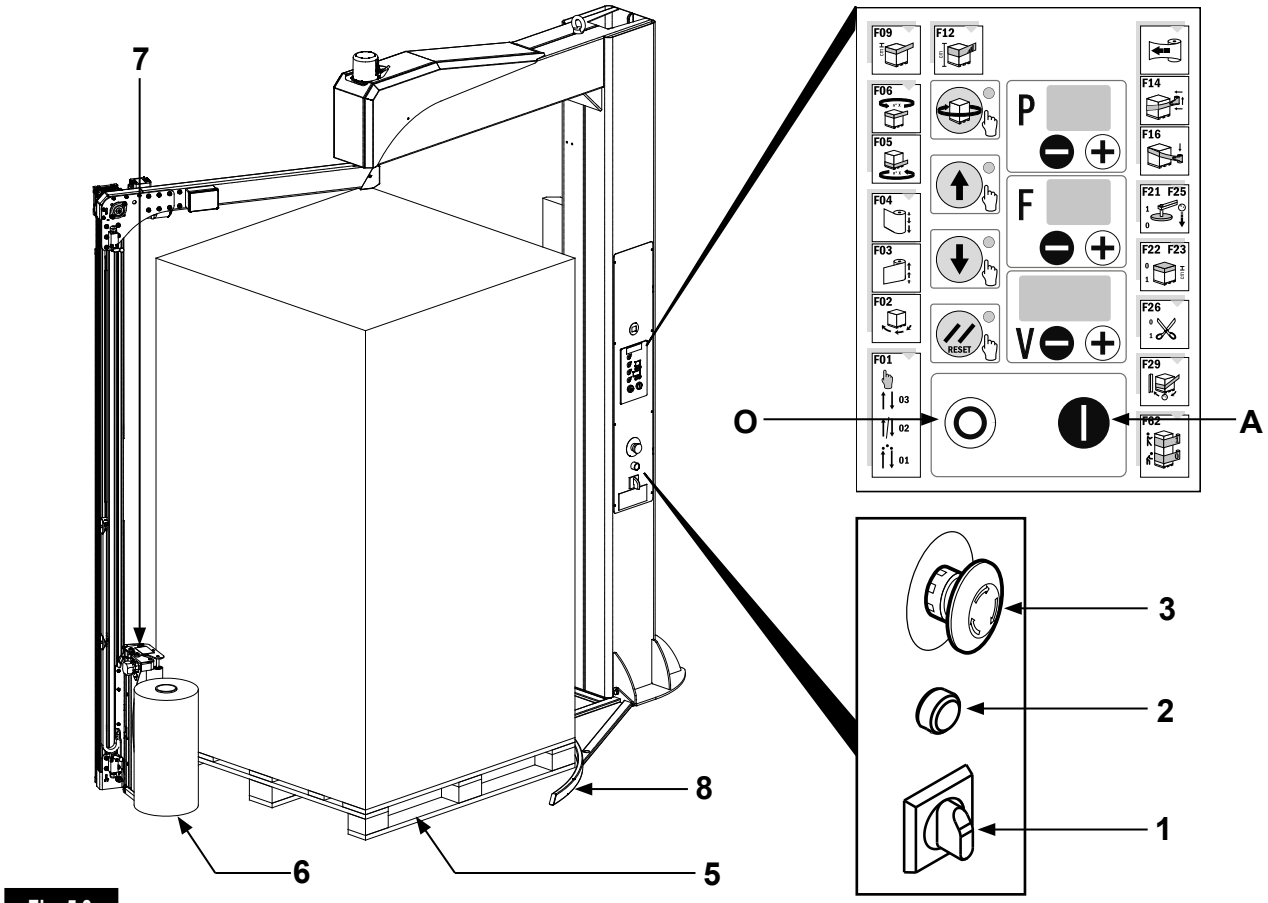

Fig. 5.8
a) Posizionare correttamente il pallet nella postazione di avvolgimento **(5)** appoggiandolo alle battute meccaniche **(8)** (vedi Fig.5.8);
L'arresto ciclo della macchina viene comandato agendo sul pulsante STOP **(O)** (Fig.5.8) del pannello di controllo.
a) Positionera lastpallen korrekt i lindningsområdet **(5)** så att den rör vid de mekaniska stoppen **(8)** (se Fig.5.8);
Stopp av maskinens cykel manövreras med STOPP-knappen **(O)** (Fig.5.8) på kontrollpanelen.